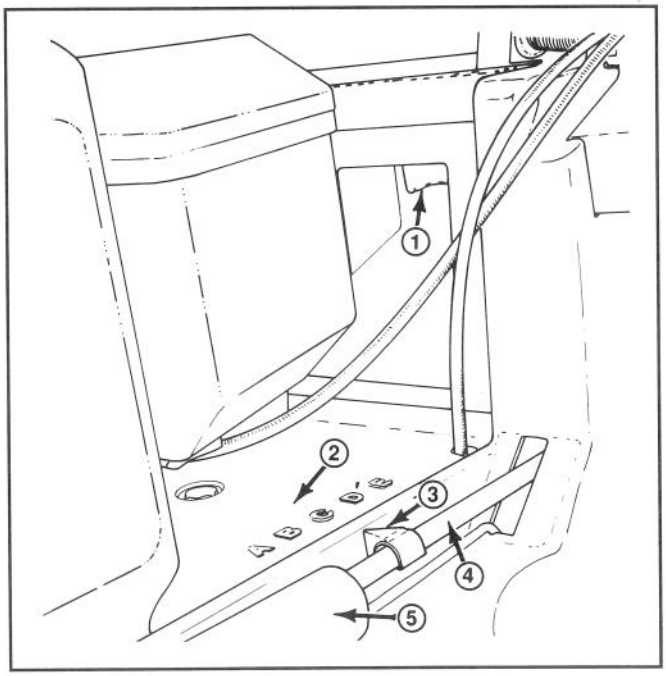

Abbildung 15
2. Den Hebel für die schnitthöheneinstellung mit einem oder zwei Fingern drücken (Abb. 15).